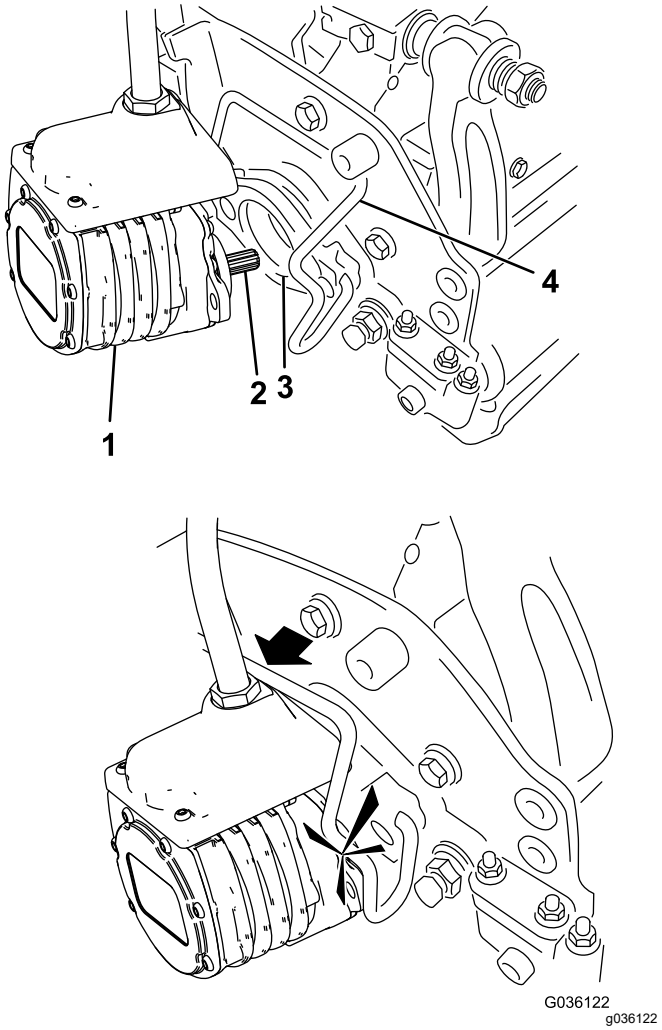

Bild 67
6. Schmieren Sie die Keilwelle des Schneideinheitmotors mit sauberem Fett ein (Bild 67).
7. Setzen Sie den Motor in die linke Seite der Schneideinheit (aus Sicht der Bedienerstellung) und ziehen die Motorbefestigungsstange an der Schneideinheit zum Motor, bis Sie einen deutlichen Klick von beiden Seiten des Motors hören (Bild 67).